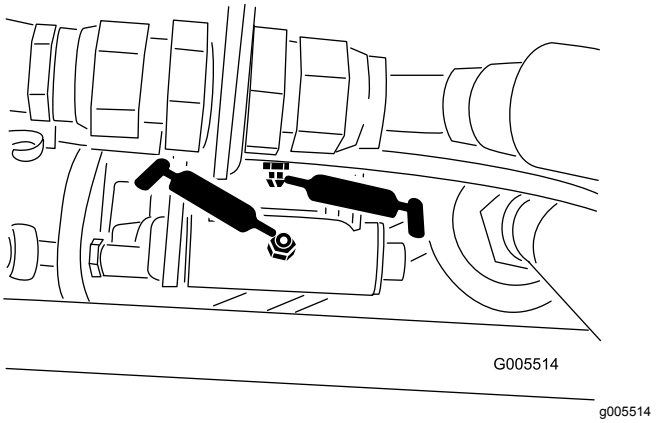
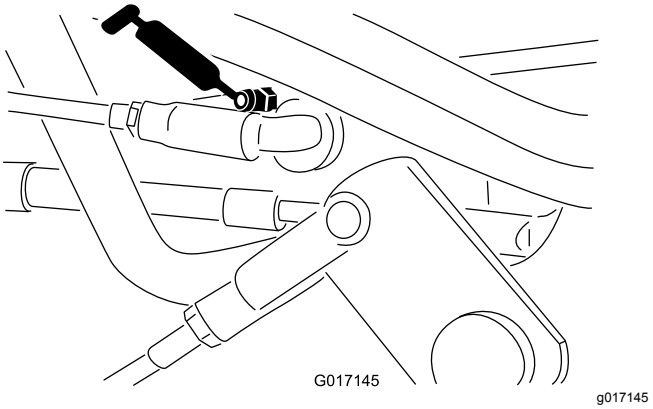

**Figur 34**
**Figur 35**
- Växelväljarlänkaget (Figur 34 och Figur 35)